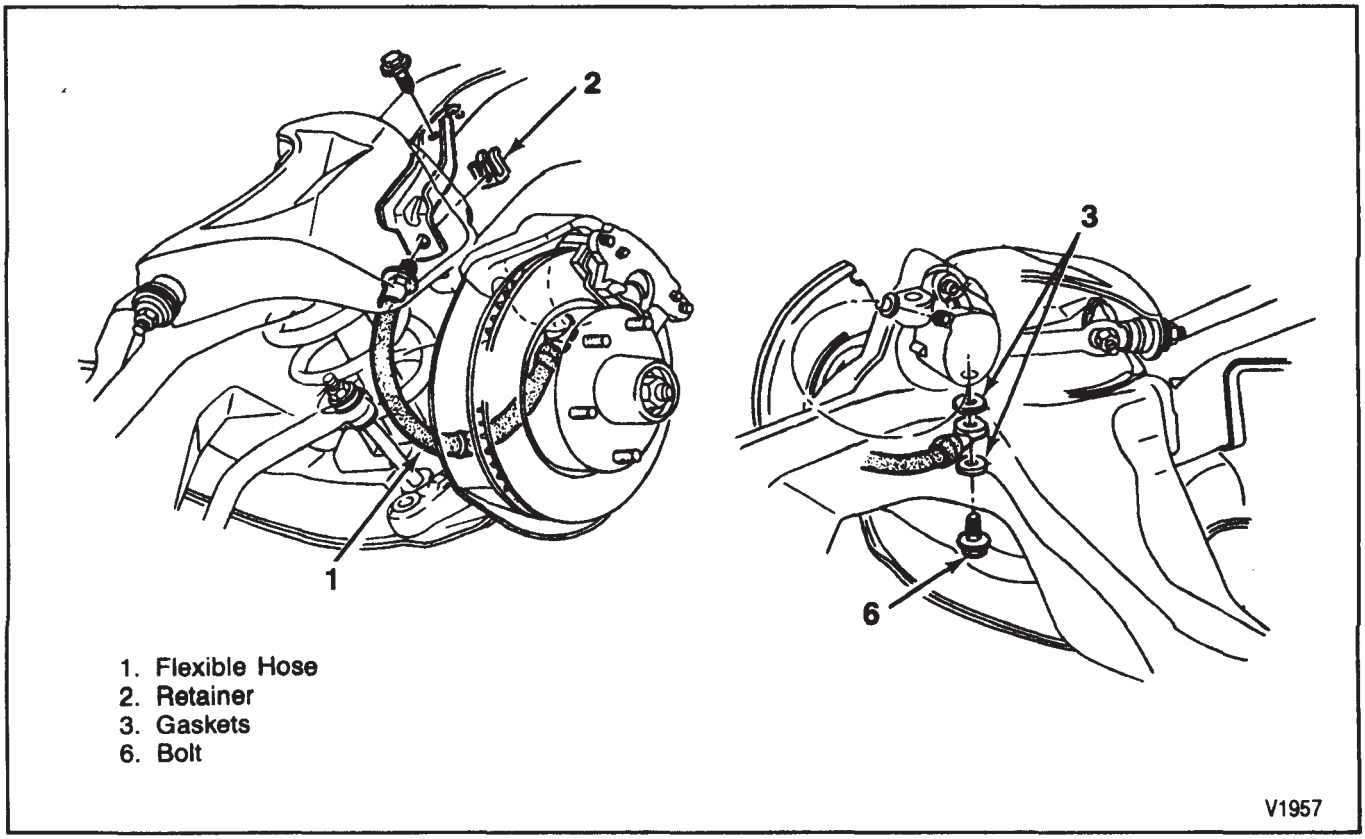

Figure 10—Front Brake Hoses
7. Brake hose from the caliper (figure 10).